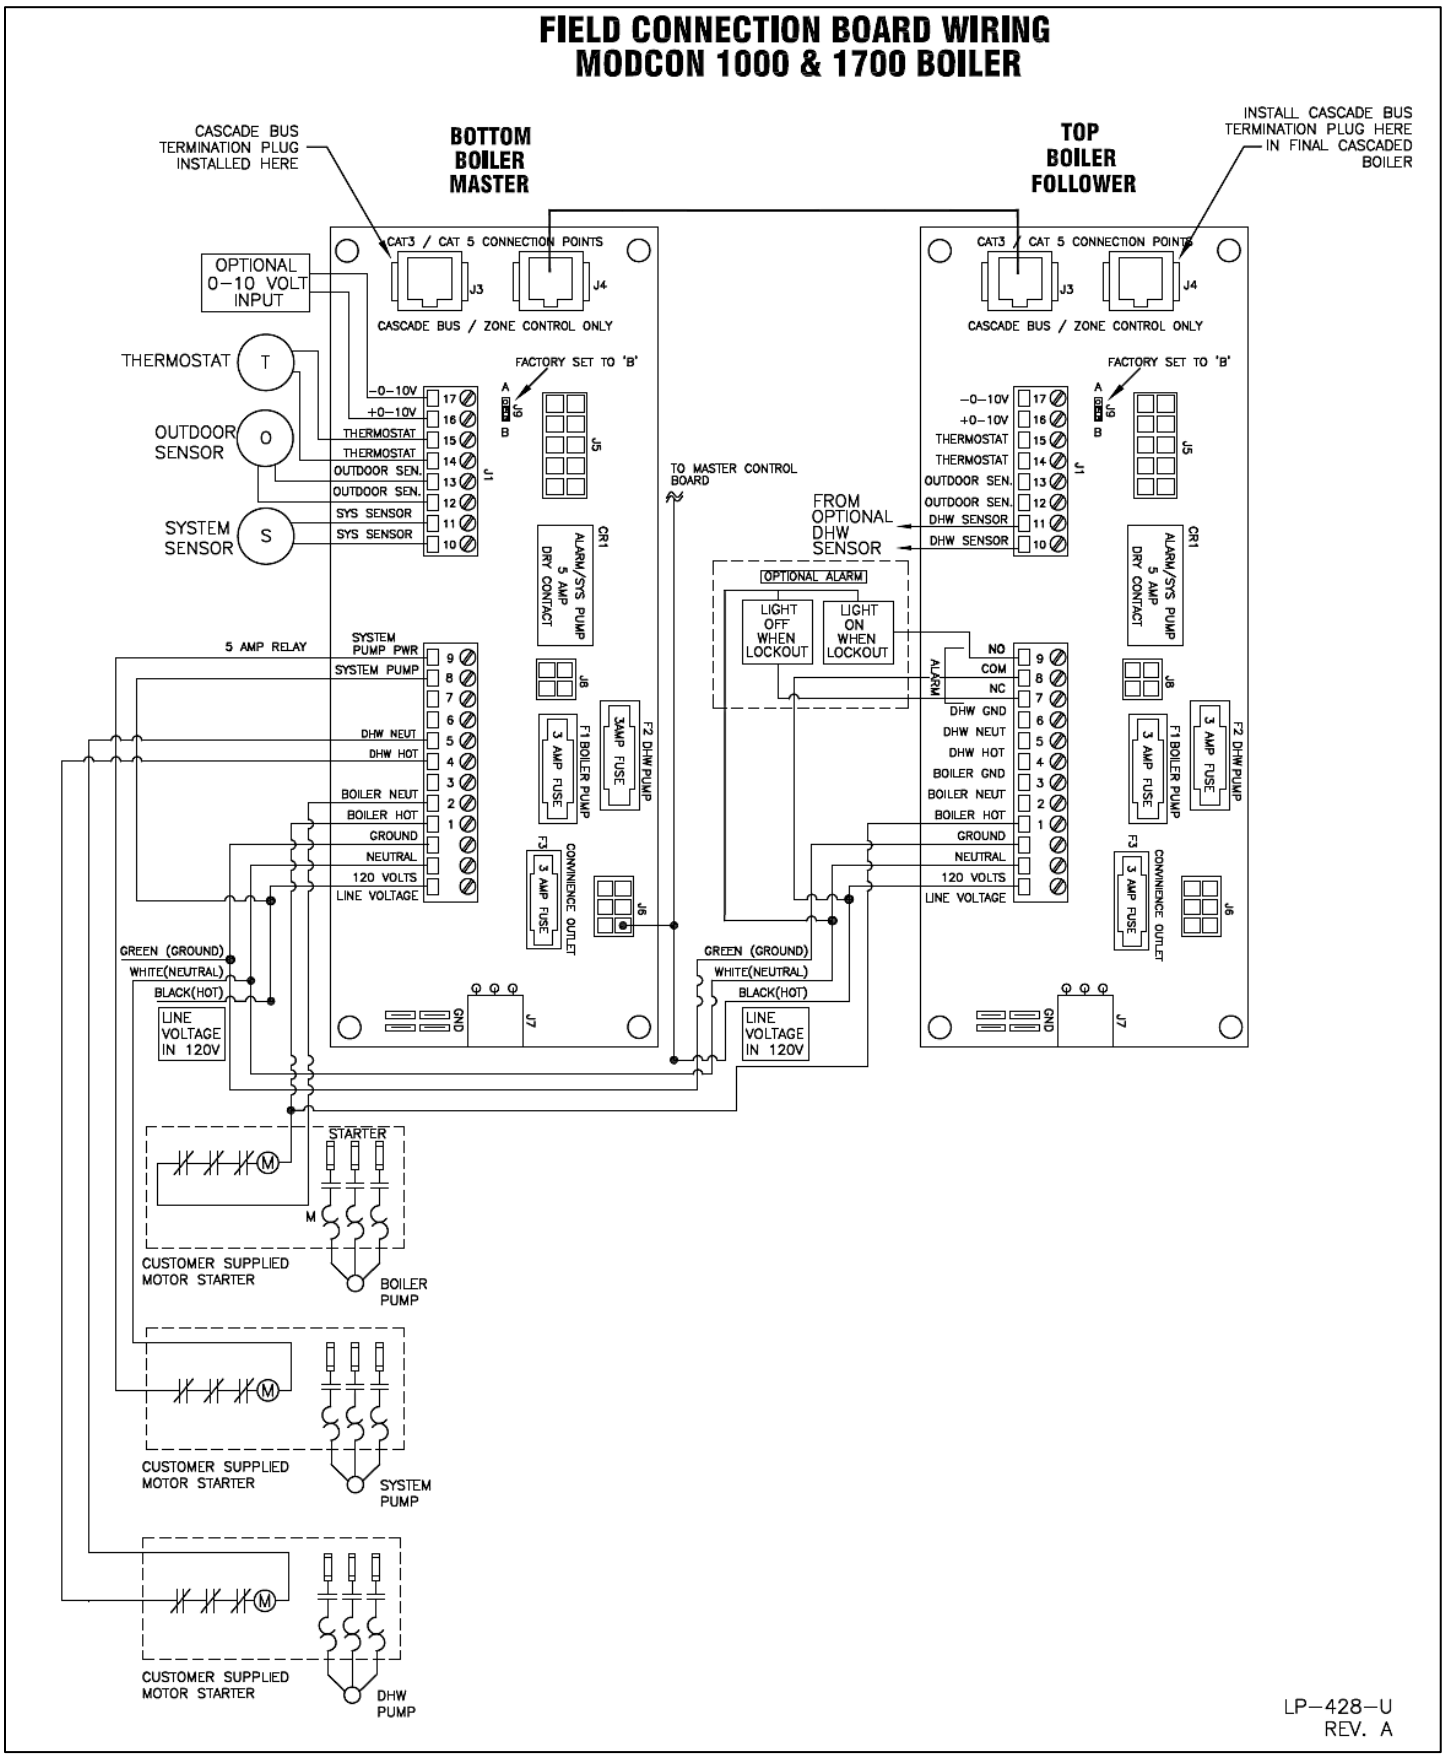

Figure 26 – Mod Con Cascade Master and Follower Wiring
1. Connect the incoming power wiring to the line voltage terminal strip in the electrical junction box at terminals LINE 120V, Neutral, and Ground of the bottom boiler (shown in Figure 26).
The Mod Con control system includes a dry contact alarm output. This is an SPDT circuit, rated at 5 amps at 120 volts. This contact can be used to activate an alarm light or bell, or notify a building management system if the boiler goes into a lockout condition. The circuit between the ALARM COM and NC terminals is closed during normal operation and the circuit between ALARM COM and NO is open during normal operation. The connections depicted in Figure 26 show two 120 volt lights connected to the alarm terminals. One light will be on when the boiler is in normal mode and the other light will turn on when the boiler is in lockout mode.
2. Connect all low voltage field devices in the low voltage terminal strip located in the electrical junction box (shown in Figure 26).
1. Connect the room thermostat to the terminals marked THERMOSTAT in the electrical junction box (shown in Figure 26) of the bottom boiler. Alternately, any dry contact closure across these terminals will cause the boiler system to run. Caution should be taken to ensure neither of the terminals becomes connected to ground.
2. If using an outdoor sensor, connect wires for sensor to the terminals marked OUTDOOR SEN (shown in Figure 26) in the electrical junction box of the bottom boiler. Caution should be used to ensure neither of these terminals becomes connected to ground.
3. Connect the indirect tank sensor (7250P-325) to the terminals marked DHW SENSOR (shown in Figure 26) in the electrical junction box of the top boiler.
2. Connect a building management system or other auxiliary control signal to the terminals marked 0-10 VOLT + and 0-10 VOLT – in the electrical junction box (shown in Figure 26) of the bottom boiler. Caution should be used to ensure that the 0-10 VOLT + connection does not become connected to ground.
A termination plug is included in the CAT 3 / CAT 5 Bus Connection Point, labeled J3 in Figure 26. DO NOT REMOVE THIS PLUG! Doing so will affect boiler operation and VOID WARRANTY.